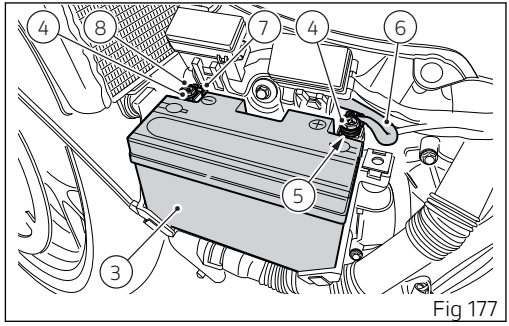

Fig 177
- lay down the engine ground cable (8), onto negative cable (7) and start screw (4) on these cables;
- tighten the terminal retaining screws (4);
- reinstall the battery (3) in the support, positioning the cables as shown in (Fig 177);
- refit battery mounting cover (2) and fasten it by tightening the screw (1).